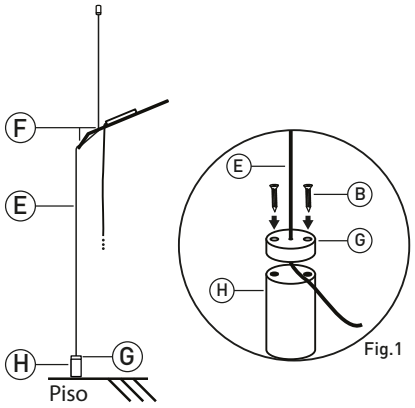

Fig.1
3 Passe o cabo de poliéster (E) pelos furos do disco (F), defina a altura do refletor. Passe o cabo de poliéster pelo disco (G) do peso (H), encaixe levemente os parafusos laterais (B). (Fig.1).